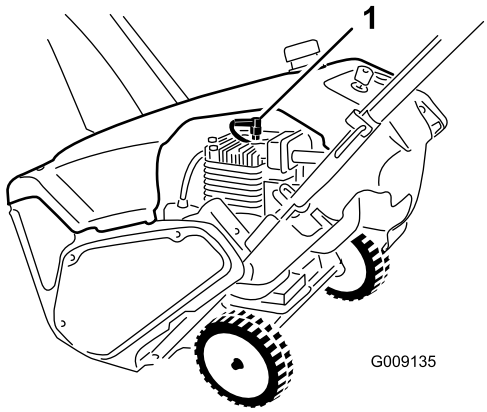

Figur 30
5. Kobl tændrørskablet fra tændrøret (Figur 30).